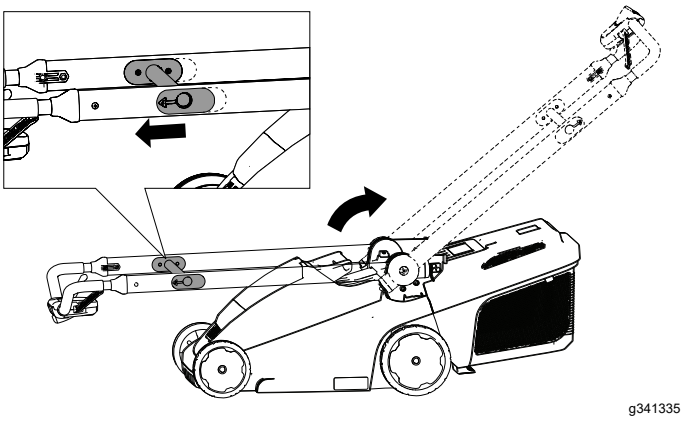

**Figura 5**
2. Tirate il braccio di rilascio della stegola verso la maniglia superiore per rilasciare il blocco della maniglia (Figura 5).
3. Spostate la maniglia verso dietro nella posizione operativa, e rilasciate il braccio di rilascio della stegola (Figura 5).